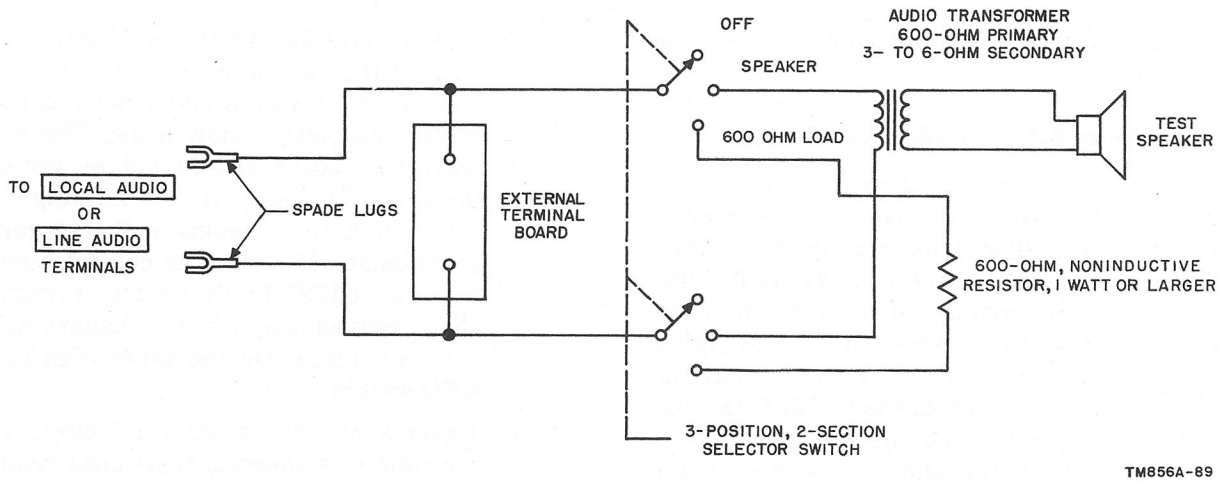

Figure 55. Test-speaker assembly fabrication.
c. A test-speaker assembly, such as the device shown in figure 55, is useful when testing or trouble shooting the receiver. The spade lugs should be connected to the LOCAL AUDIO or LINE AUDIO terminals on the rear panel of the receiver. The three-position, two-section rotary switch can be adjusted to an OFF position, a SPEAKER position, or a 600 OHM LOAD position. The external terminal board provides tie points for an audio output meter. The test-speaker assembly can be made from general-purpose parts. The only critical item is the 600-ohm, noninductive resistor. This resistor should be selected to be sure the resistance is as close to 600 ohms as possible.